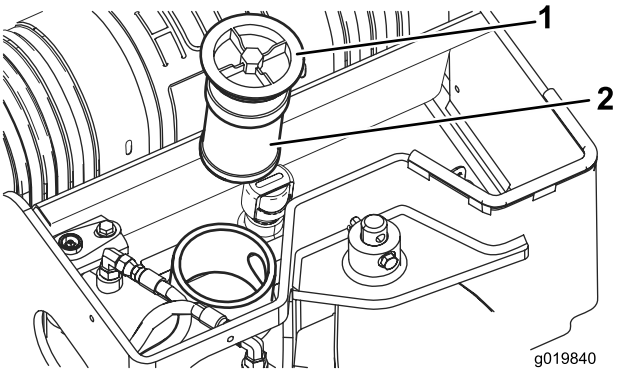

Figur 60
5. Ta bort och släng det gamla filtret (Figur 60).
6. Montera det nya hydraulfiltret och påfyllningslocket (Figur 60) och dra åt skruven ovanpå till 21–25 Nm.
6. Ta bort hydraultanklocket och filtret (Figur 60).
11. Montera hydraulfiltret och påfyllningslocket (Figur 60) och dra åt skruven ovanpå till 21–25 Nm.